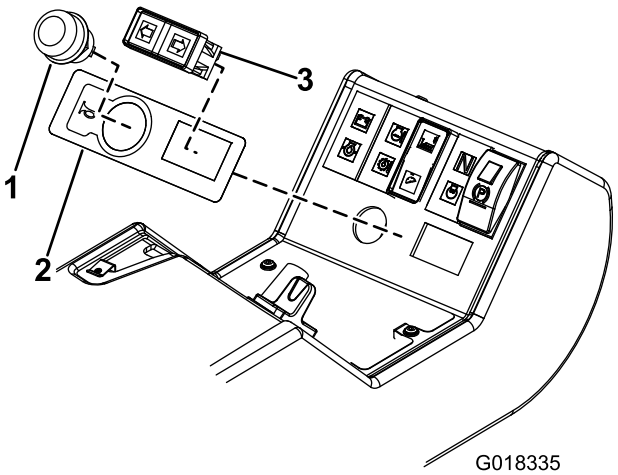
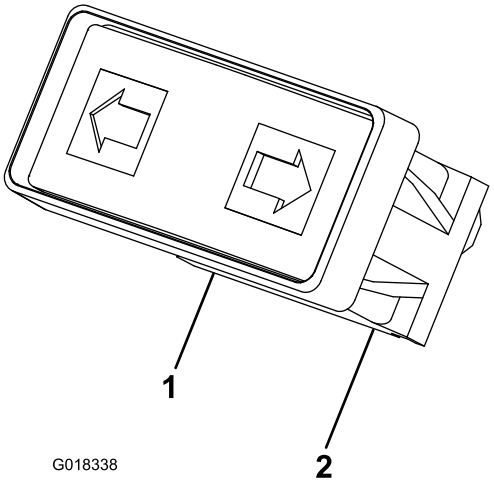

Figur 18
Figur 19
9. Montera signalhornets dekal genom att rikta in den mot kanterna på det runda och rektangulära hålet (Figur 18).
10. Montera signalhornsknappen och blinkersomkopplaren på kontrollpanelen (Figur 18). Montera blinkersomkopplaren med de gröna/röda kablarna till vänster och de gröna/vita kablarna till höger, i enlighet med Figur 19.